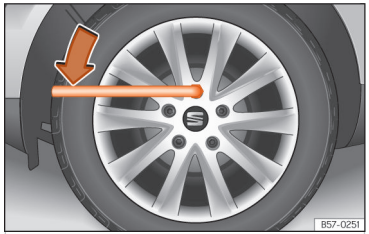

**Fig. 242** Tyre change: slacken the wheel bolts.
- Fit the box spanner into the bolt as far as it will go ››› **Fig. 242**.